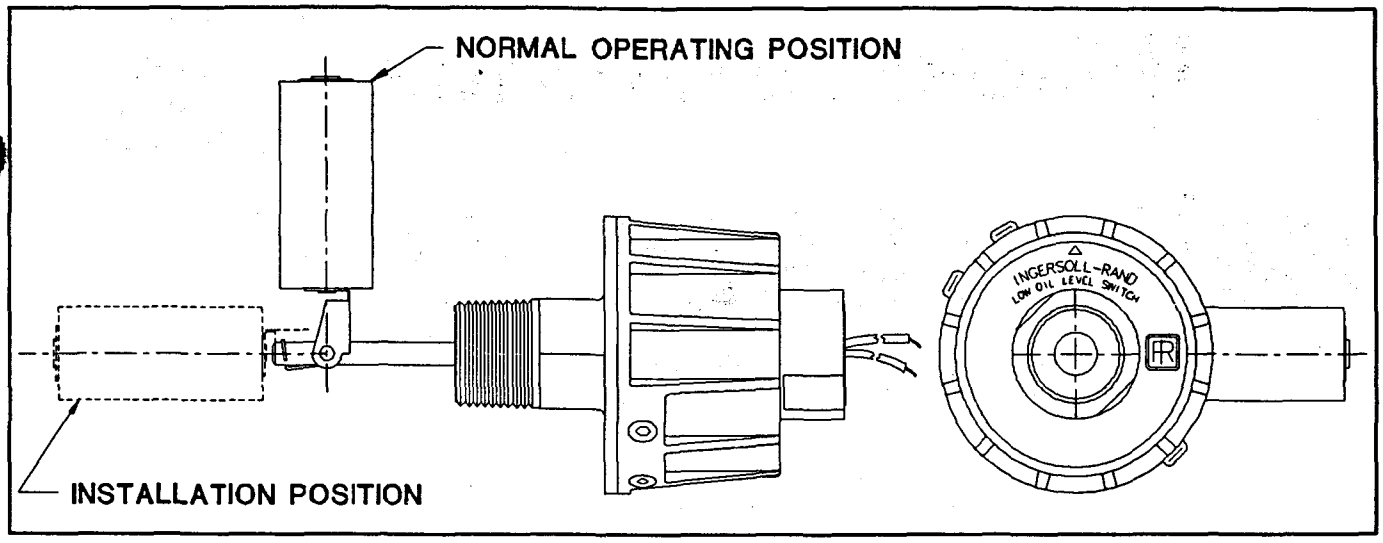

FIGURE 1. SWITCH ALIGNMENT.
1). Align the cover on the switch body as shown in Figure 1.
2). With the float extended straight out, insert the switch body into the frame and tighten. When properly installed, the switch should be aligned as illustrated in Figures 1 and 2.